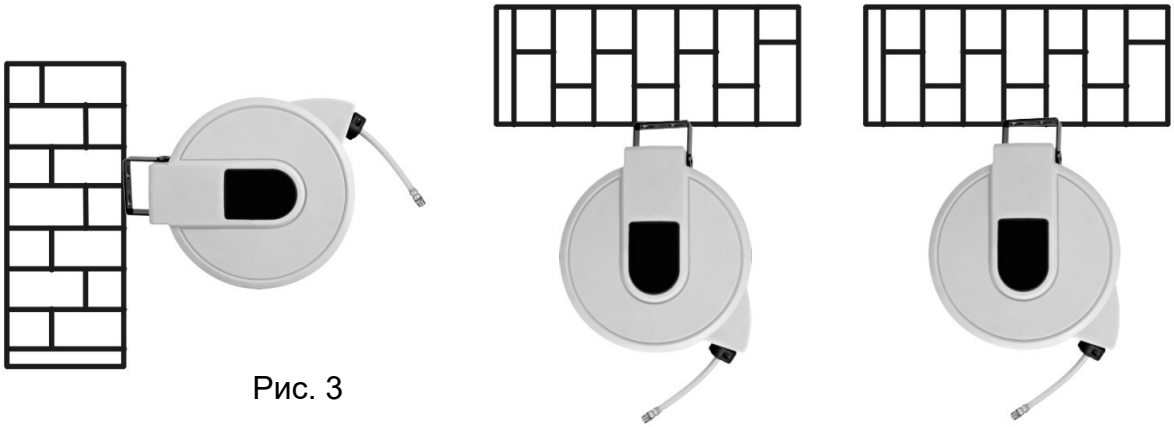

Рис. 3
2) В противном случае катушку можно использовать вертикально, когда она подвешена на подходящей балке или перекрытии, а также она может быть подвешена через крюк (Рис.3).